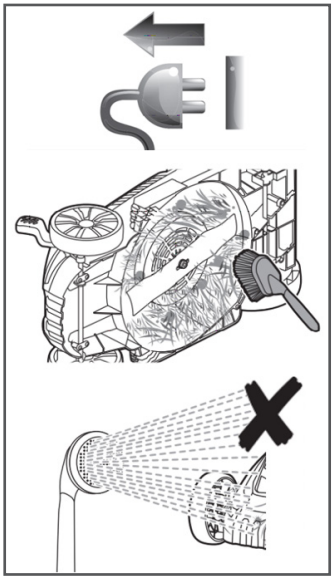

Рис. 13 Обслуживание деки
2. Поверните газонокосилку на бок и щеткой с мягкой щетиной очистите нож и внутренню поверхность деки (Рис. 13).